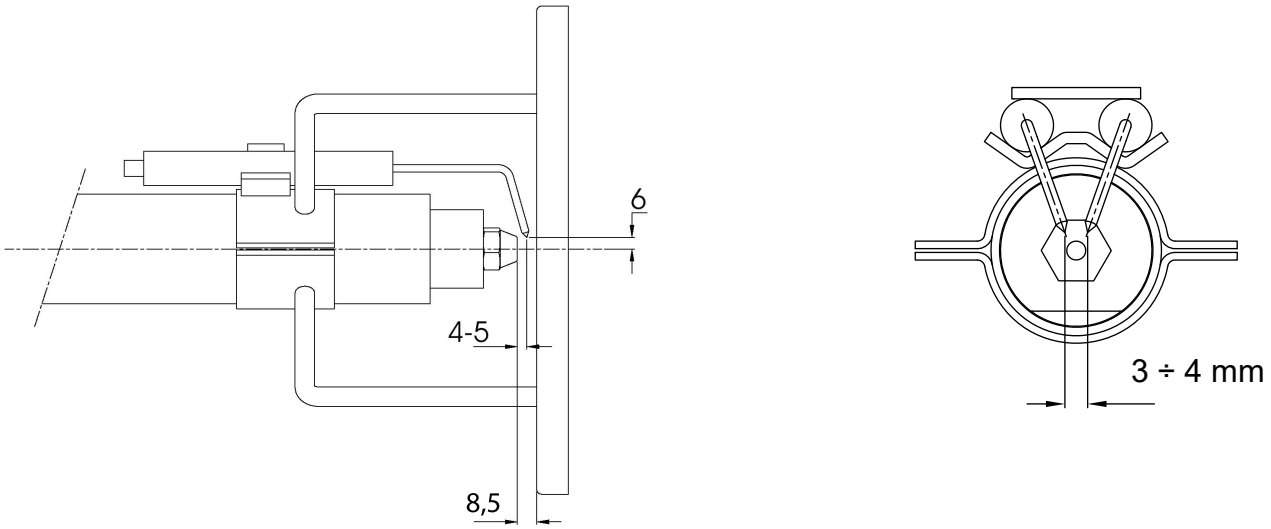

Fig. 15
- Desmontaje, examen y limpieza cabeza de combustión (pag. 35), durante el montaje respetar escrupulosamente las tolerancia explicadas en Fig. 15.
- Examen electrodos de encendimiento y su correspondiente aislamiento cerámico, limpieza inspección y si es necesario sustitución (ver Fig. 15).